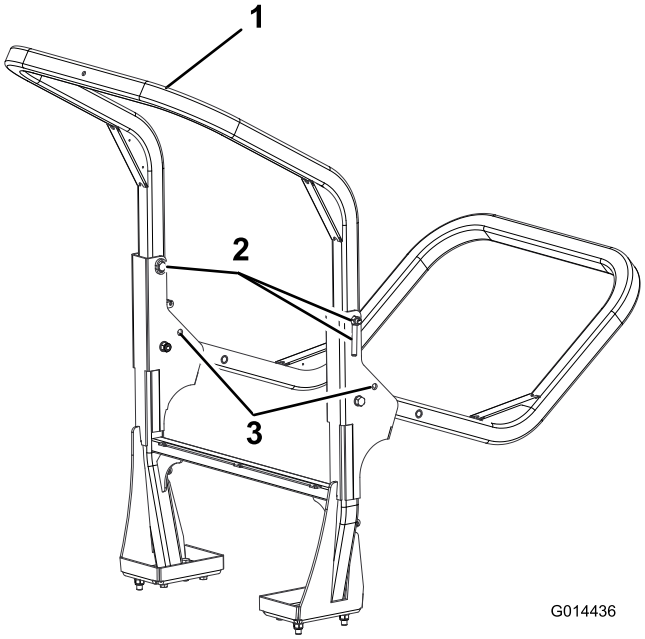

Figur 43
2. Stötta den övre ramens vikt samtidigt som du tar bort handmuttrarna, brickorna och fästbultarna från tappfästena (Figur 43).